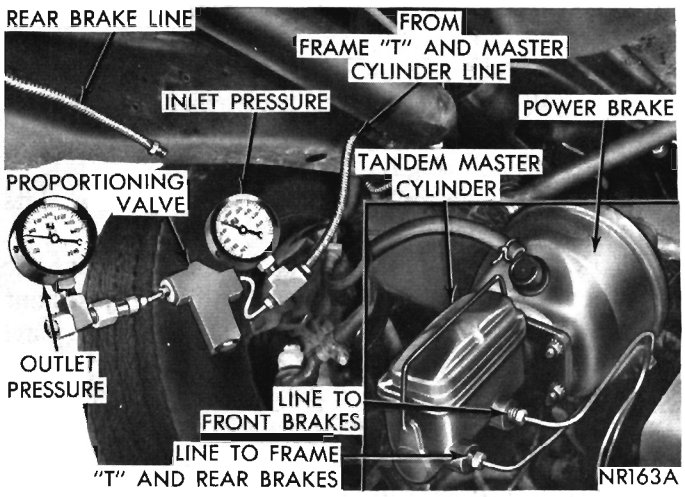

Fig. 19—Checking Proportioning Valve
(1) Install one of Gauge Set C-4007 and "T" in brake line between master cylinder and proportioning valve and remaining Gauge and "T" at output end of proportioning valve and brake line. (Fig. 19). **Be sure all joints are fluid tight.**